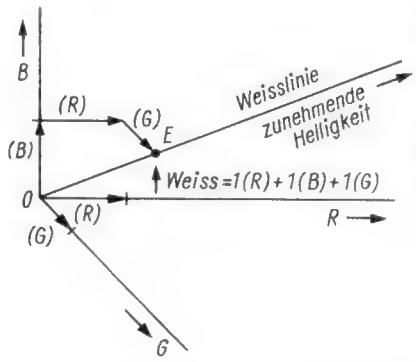

Bild 7a. Konstruktion des Weißpunktes bzw. der Weißlinie im räumlichen System
Bild 7a zeigt als Beispiel für die räumliche Darstellung die Konstruktion des Weißpunktes (E) durch vektorielle Addition von